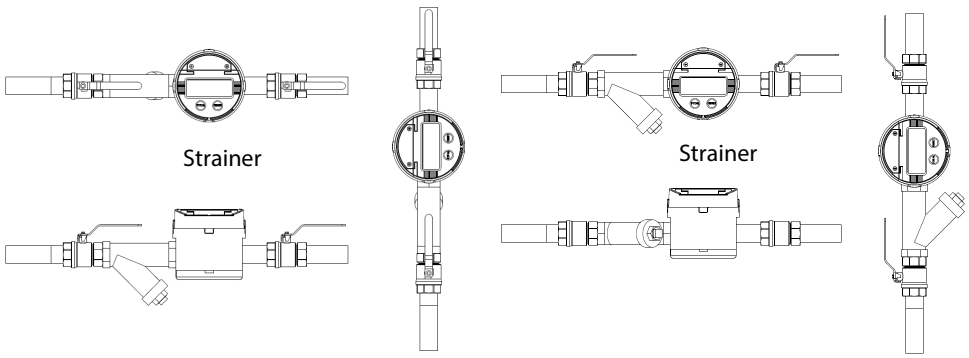

*Figure 1: Meter installation*
- Make sure to install the meter as shown in figure 1.